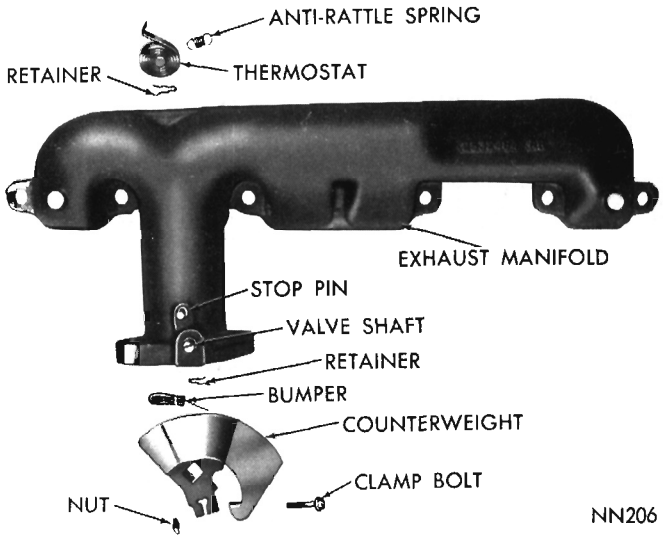

Fig. 24—Manifold Heat Control Valve—Disassembled (383, 440 Cu. In. Engines)
(1) To remove thermostat on inner end of valve shaft, first remove anti-rattle spring (Fig. 24).
(2) Unhook thermostat from stop pin and slide from valve shaft by pushing with a screwdriver at center of thermostat to prevent damaging thermostat as it slides over edge of undercut on shaft.
(3) Move valve shaft back and forth and test operation. If shaft is binding in manifold, apply a suitable solvent to dissolve the deposits.
(4) If fabric on bumper is worn, install a new bumper.